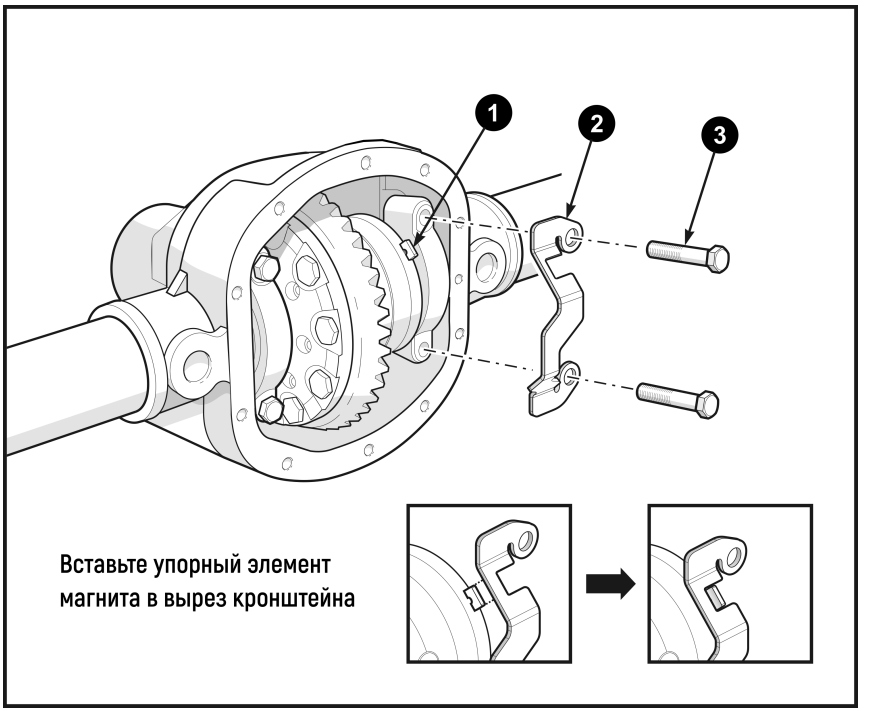

Рис. 27
3.14 После завершения настройки люфта открутите болты (**3**) правой крышки подшипника и установите на неё кронштейн (**2**). (**Рис. 27**)
3.15 Расположите магнит так, чтобы его упорный элемент (**1**) вошел в ответный паз кронштейна. Вставьте болты в отверстия кронштейна и вверните их в правую крышку подшипника. (**Рис. 27**).